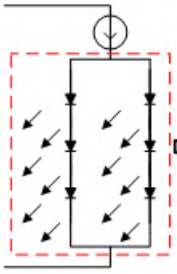
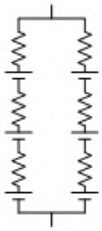
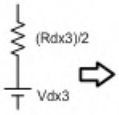
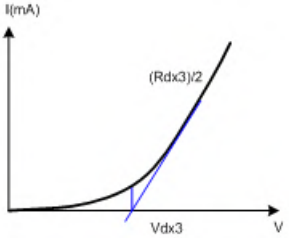

Fig 4-14
Fig 4-15
Fig 4-17
Fig 4-18
1.4 In parallel connection stacks of LED: Several LED stacks in parallel connection is also Can get more output brightness, Vd also will increase as series Rd is according to the Cascade and parallel. Fig 4-14 is 2 stacks LED to parallel, Fig 4-15 to Fig 4-17.are the LED's equivalent circuit, Fig 4-18 shows exponential V-I characteristic curve.